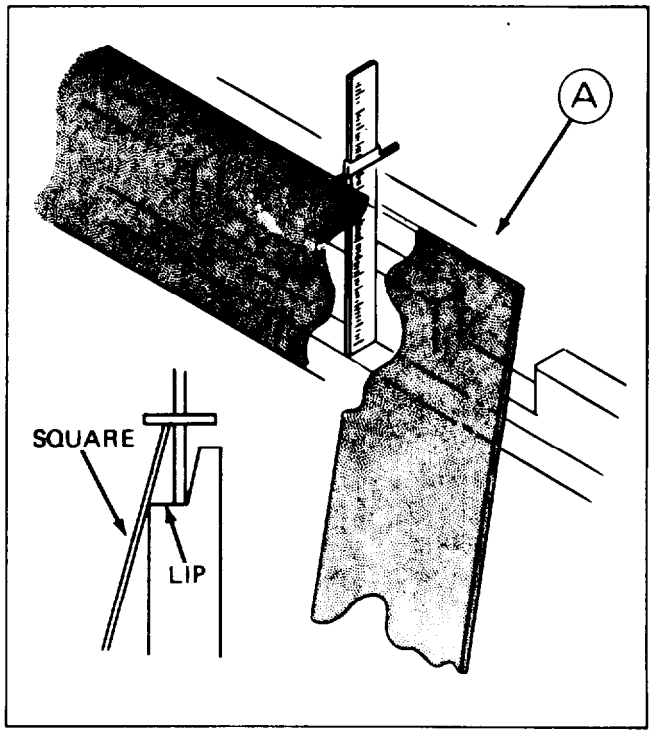

Figure 4-93. Measuring Out-of-Square
b. Hold square tightly and measure distance between the top face of the upper fork bar to the edge of the square at Point A shown in figure 4-93.